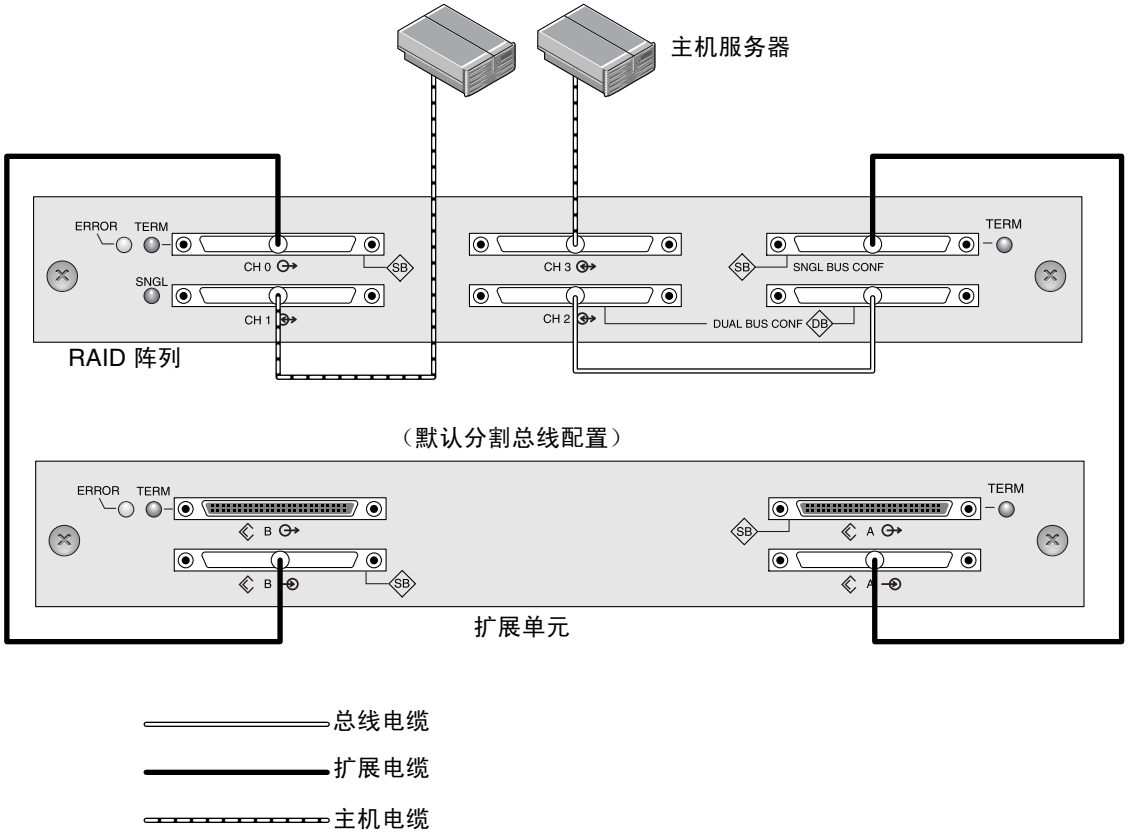

图 4-22 含有一个 RAID 阵列和一个扩展单元的分割总线配置
在图 4-22 中， RAID 通道 0 和通道 2 被扩展到在 RAID 阵列上设置的分割总线配置中的扩展单元中，并在默认情况下保留为扩展单元。
3. **基于图 4-22 中显示的配置，用于分割总线配置的各个默认驱动器 ID 显示在下列各图中。**